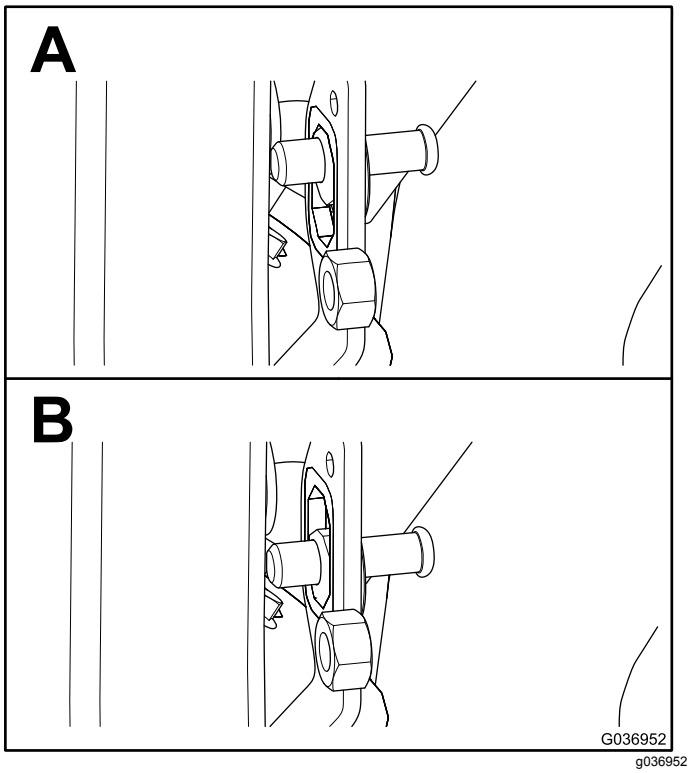

Figur 4
1. Centrera spärrpinnen i spärrpinnefästet på stången (Figur 4).
4. Dra åt kontramuttern när spärrpinnen når 1,9–2,2 cm i enlighet med Figur 4.